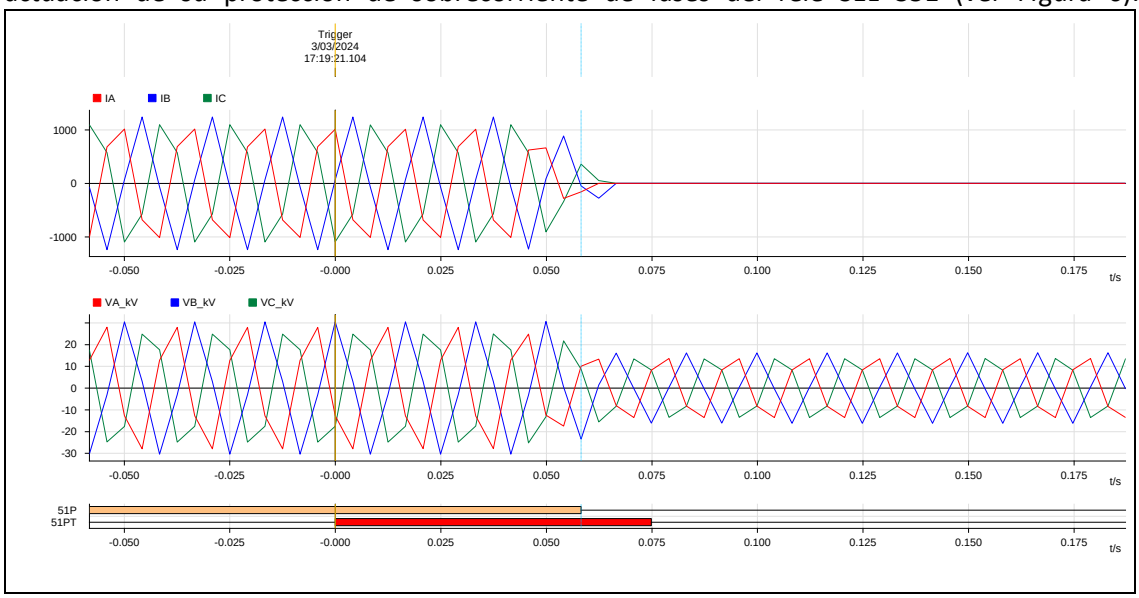

Figura 6. Registro oscilográfico del relé diferencial de barra SEL-487B fase "R" de la S.E. Independencia 60 kV (Fuente: REP)
11.7 En la S.E. Villacurí, se produjo la desconexión de la línea L-6600 (Villacurí – Lomas) de 60 kV por actuación de su protección de sobrecorriente de fases del relé SEL 351 (ver Figura 6).